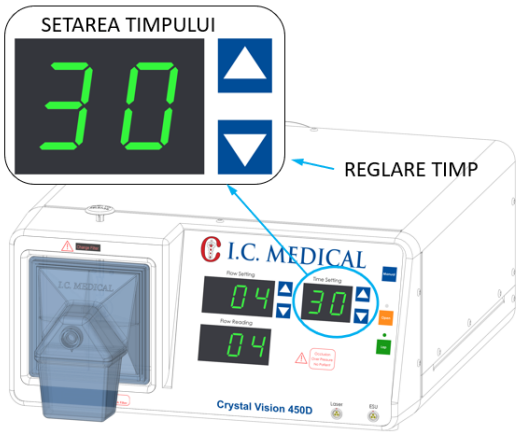

Figura 14: Modificarea setării timpului.
5. Cu ajutorul butoanelor pentru SETAREA TIMPULUI (săgețile în sus și în jos) (Figura 14) poate fi modificat timpul în care unitatea CRYSTAL VISION® continuă să absoarbă fum, vapori și gaze de la nivelul sitului chirurgical. Debitul redus în pneumoperitoneu limitează cantitatea de gaz care poate fi evacuată din pneumoperitoneu fără a determina dezumflarea abdomenului. În astfel de cazuri, este foarte util ca debitul să fie limitat la o valoare care poate fi furnizată de insuflator. Pentru a mări perioada de timp în care funcționează unitatea CRYSTAL VISION® după eliberarea pedalei (sau a comutatorului manual). Acest lucru permite eliminarea unui volum mai mare de gaz din abdomen și prin urmare reduce cantitatea de fum rezidual rămas în abdomen. Situația ideală este să fie mărit debitul în abdomen. Vezi caseta evidențiată intitulată „PENTRU REZULTATE OPTIME" în secțiunea UTILIZARE PENTRU LAPAROSCOPIE care urmează.
AFIȘAJUL TIMP (CONTOR) (Figura 14) indică durata de timp în care unitatea CRYSTAL VISION® va funcționa după dezactivare cu ajutorul comutatorului de picior sau al celui manual (minim 2 sec - maxim 30 sec)